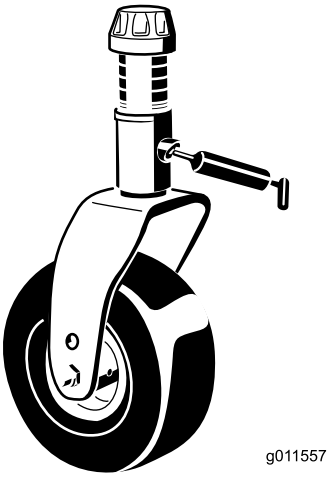

Figuur 43
- 2 lagerbussen van de as van de zwenkwielvork (Figuur 43)